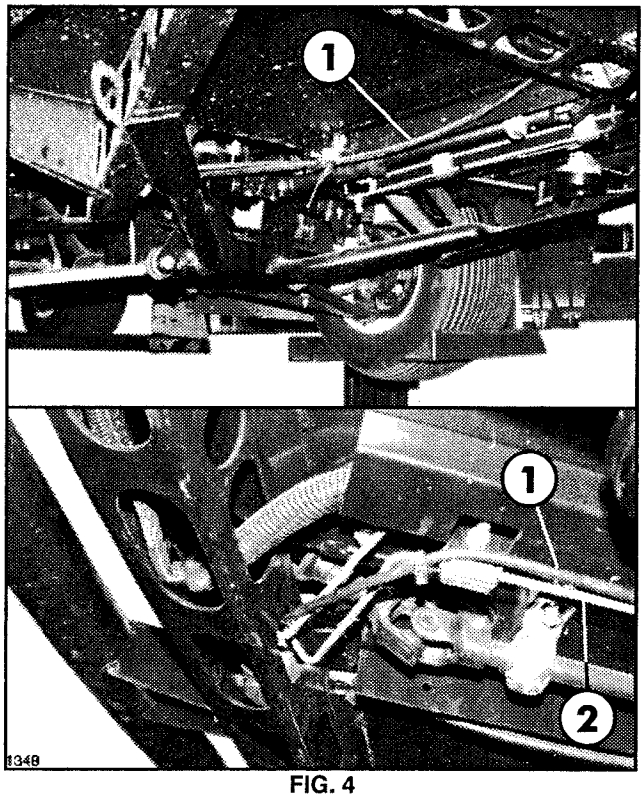

FIG. 4
4. Route Power Cable down back of Seat Box. Route following Brake line to front of vehicle and up through floorboard. See FIG. 4.